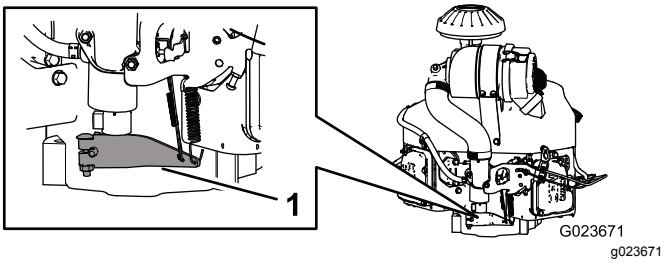

**Figur 66**
3. Skub fjederenden af regulatorarmen nedad (Figur 66).